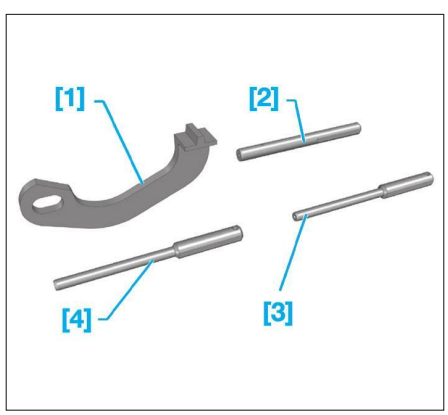

**Fig. 4**
- [1] Arrêtoir de volant moteur (réf. 0188Z) **(Fig.4)**.